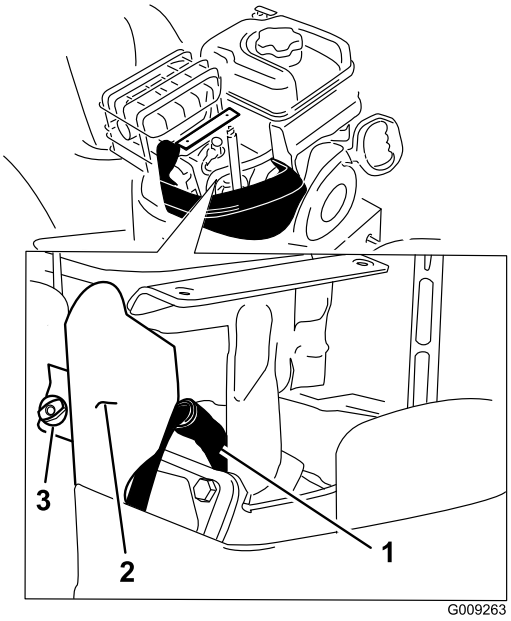

Figur 52
4. Fjern beslagets fingerskrue og beslaget (Figur 52).
5. Rengør området omkring den nederste del af tændrøret (Figur 52).